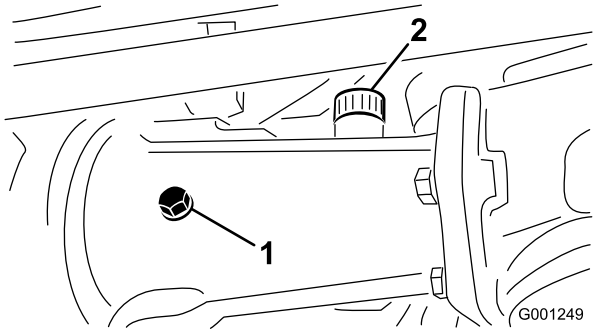
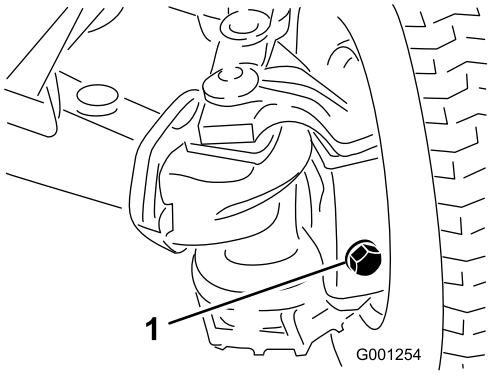

Figur 27
Figur 28
2. Avlägsna håltolkarna från axeln och se till att oljan når upp till botten av varje hål. Ta bort påfyllningspluggen om oljenivån är låg och tillsätt tillräckligt med olja så att nivån når botten av kontrollhålet (Figur 27 och Figur 28).